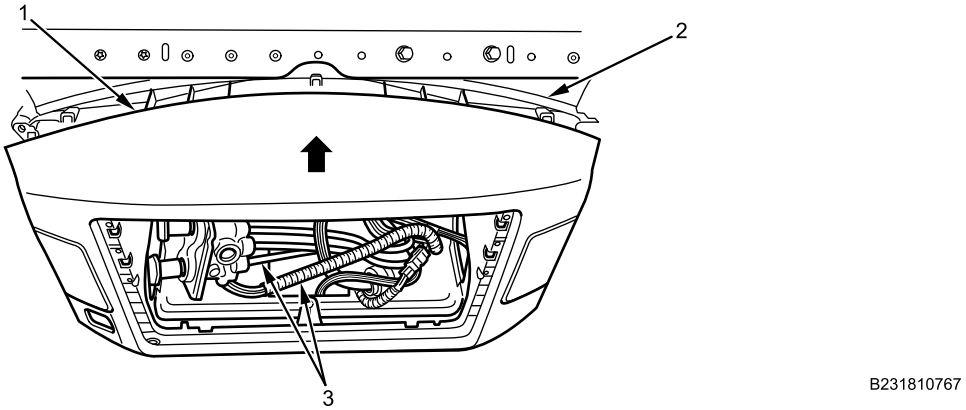
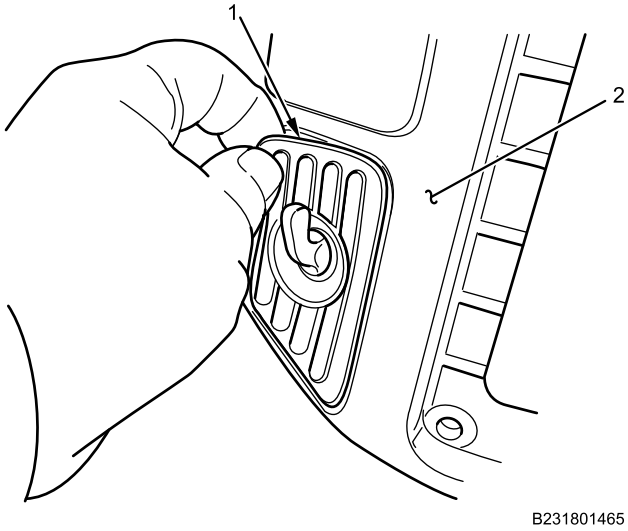

Figure 7. Instrument Panel Center Closeout Installation.
Figure 8. Engine Start Switch Cover.
3. Install top of instrument panel center closeout (Figure 7, Item 1) by pushing toward instrument panel (Figure 7, Item 2).
4. Pull out electrical harnesses and air lines (Figure 7, Item 3) from inside instrument panel center closeout.Install engine start switch cover (Figure 8, Item 1) on instrument panel center closeout (Figure 8, Item 2).